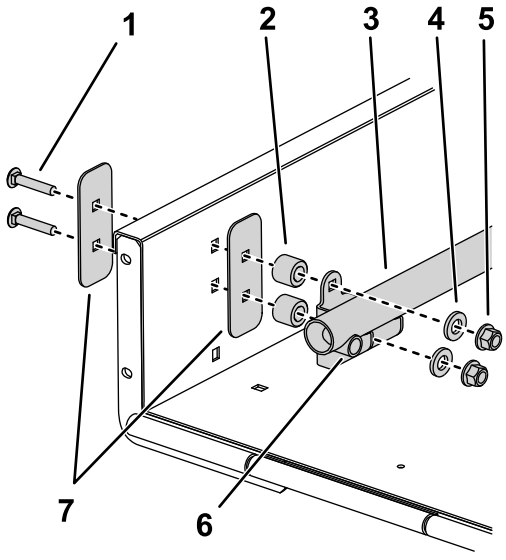

Figura 1
3. Montate i gruppi tubi con i 4 distanziali tra le staffe di montaggio del gruppo tubo e le pareti del rimorchio utilizzando i 4 bulloni a testa tonda del kit (Figura 1).